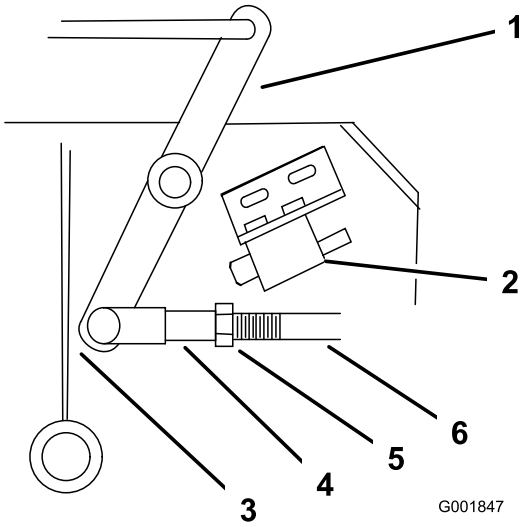

Figura 46
4. Ajuste o comprimento da ligação para onde a extremidade inferior da manivela sai da fixação de apoio do eixo (Figura 46).
9. Desaperte a porca junto da forquilha (Figura 46).